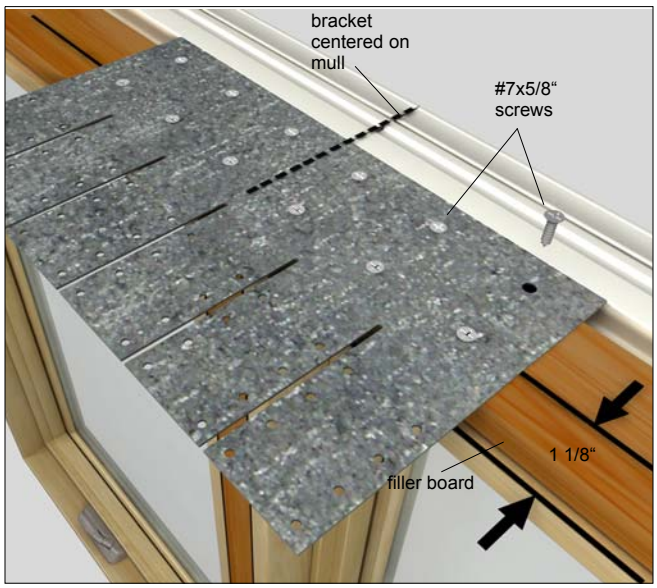

Figure 10 Attach bracket to filler board on ICA, IAWN, and Polygons.
1. Center mull brackets on top of filler board at mullion joints with the interior most screw hole no more than 1 1/8" (29) from the interior edge of the frame. Attach the mull bracket with the #7 x 5/8" screws provided. See figure 10.